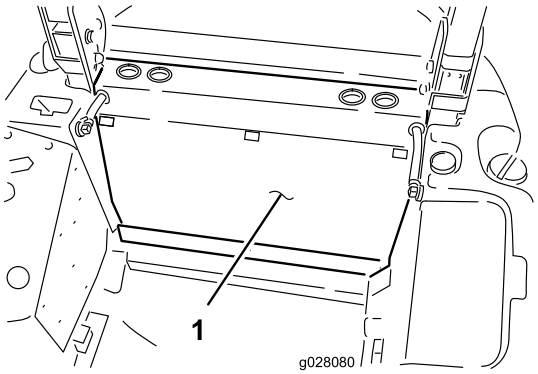

Figur 3
4. Fjern de 3 lynafkoblingslåse, som holder bagpanelet fast på stellet, og fjern bagpanelet (Figur 3).